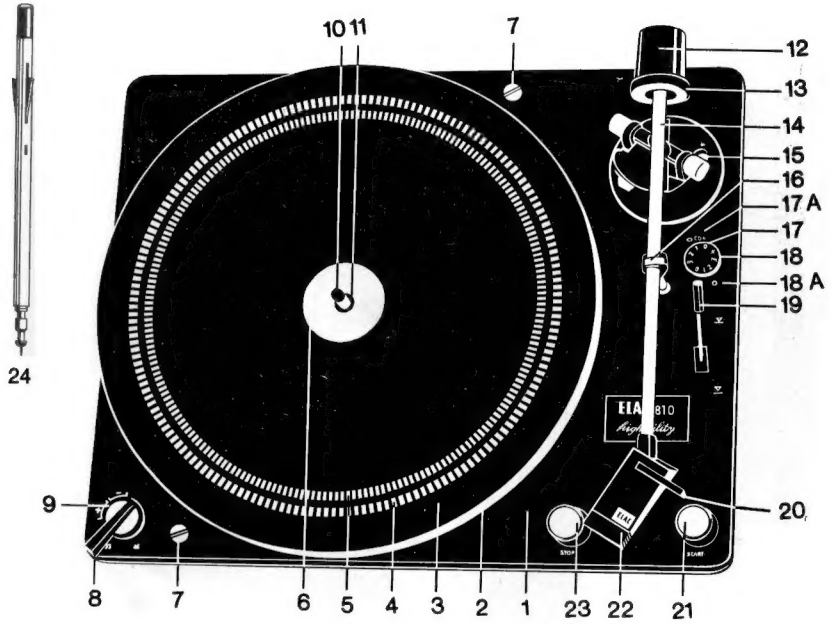

Fig. 1
DESIGN AND OPERATING FEATURES (Fig. 1)
CHARACTERISTIQUES CONSTRUCTIVES (Fig. 1)
Entfernen Sie bitte alles Verpackungsmaterial einschließlich der Transportschutzkeile zwischen Chassis und Plattenteller. Vor Inbetriebnahme des Gerätes müssen die beiden Transportsicherungsschrauben (Fig. 1—7) durch Drehen (mit einer Münze oder Schraubenzieher) entgegen dem Uhrzeigersinn gelöst werden, bis sich das Chassis von der Grundplatte hebt und frei schwingend auf seinen Federfüßen ruht.
1.3 Vor einem erneuten Transport sind diese Schrauben wieder fest anzuziehen. Der Tonarm muß auf der Tonarmstütze verriegelt werden (Fig. 1—16) und das Gegengewicht muß abgenommen werden.
Before operating the unit loosen the transport lock screws (Fig. 1—7) by turning them counterclockwise (by coin or screwdriver) until the chassis is lifted from its mounting base and is free to float on its spring feet.
1.3 In case of further transportation fasten your unit again by means of these two transport locking screws. Also secure the tone arm to its rest by means of the tone arm lock (Fig. 1—16) and remove the counter balance.